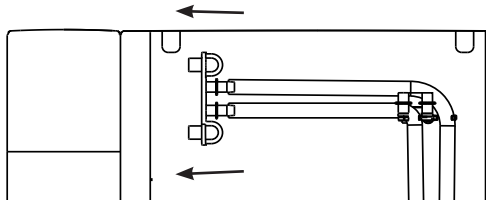

Figura 5
9. Desenganche la parte superior de las mangueras de drenaje sobre la parte trasera de la unidad. Consulte la figura 5.